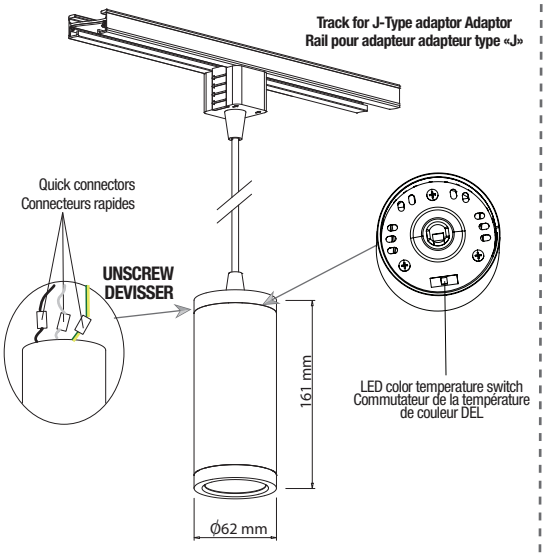
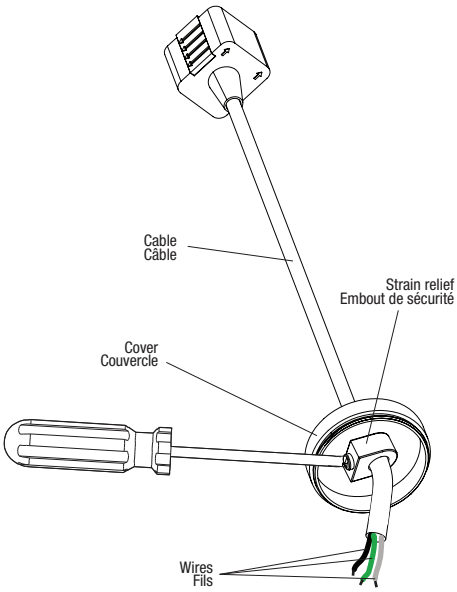

Fig. 1a
Fig. 1b
1. Brancher les connecteurs rapides entre les fils du module cylindrique et ceux du kit de montage (détail Fig. 1a).
2. Sélectionner la température de couleur de la DEL choisie à l'aide de l'interrupteur situé à l'intérieur du cylindre (Fig. 1a détail).
3. Assembler le luminaire en vissant les deux parties (Fig. 1a). Insérer les contacts en laiton de l'adaptateur dans l'encoche du rail (Fig. 1b).
4. Ajuster la longueur du câble d'alimentation si nécessaire. Glisser l'embout de sécurité du couvercle en dévissant la vis et couper le câble d'alimentation à la longueur désirée. Fixer le câble d'alimentation sur le couvercle en utilisant l'embout de sécurité (visser la vis de l'embout de sécurité pour bloquer le câble d'alimentation) (Fig. 1b).